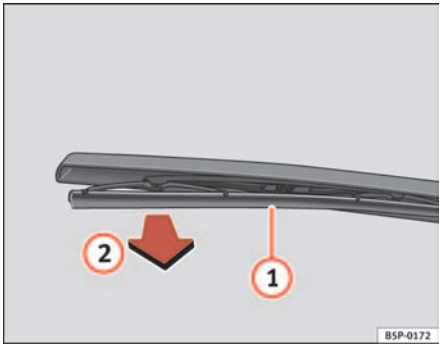

Fig. 166 Changing the rear window wiper blade
– Lift the wiper arm away from the glass ⇒ fig. 166.
– Unclip the wiper blade (1) and pull (2) ⇒ fig. 166.